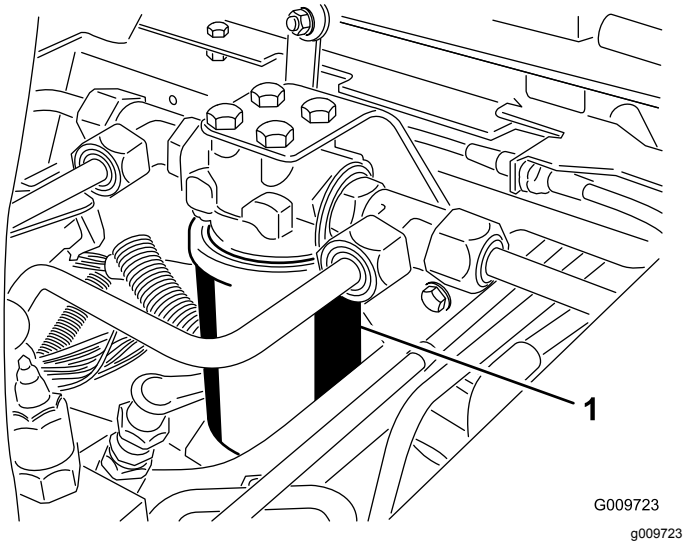
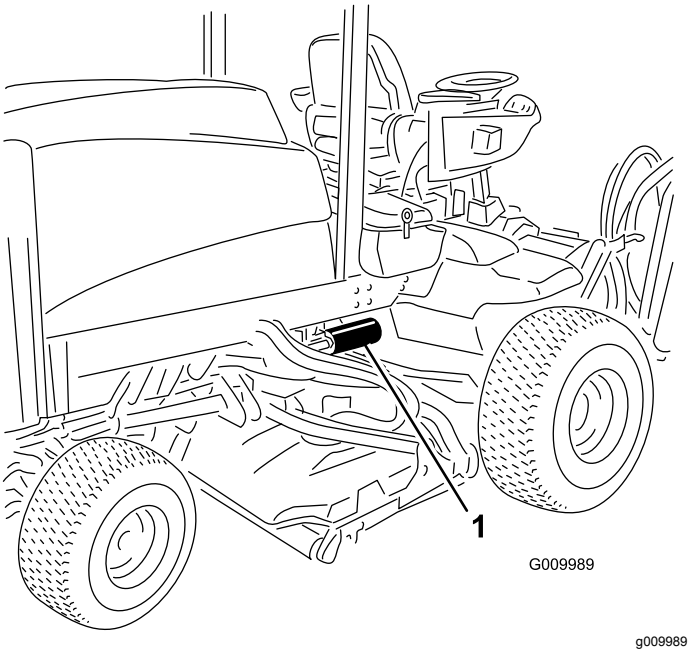

Figuur 82
Figuur 83
2. Reinig de omgeving van de plaats waar het filter wordt gemonteerd. Plaats een opvangbak onder het filter en verwijder het filter (Figuur 82 en Figuur 83).